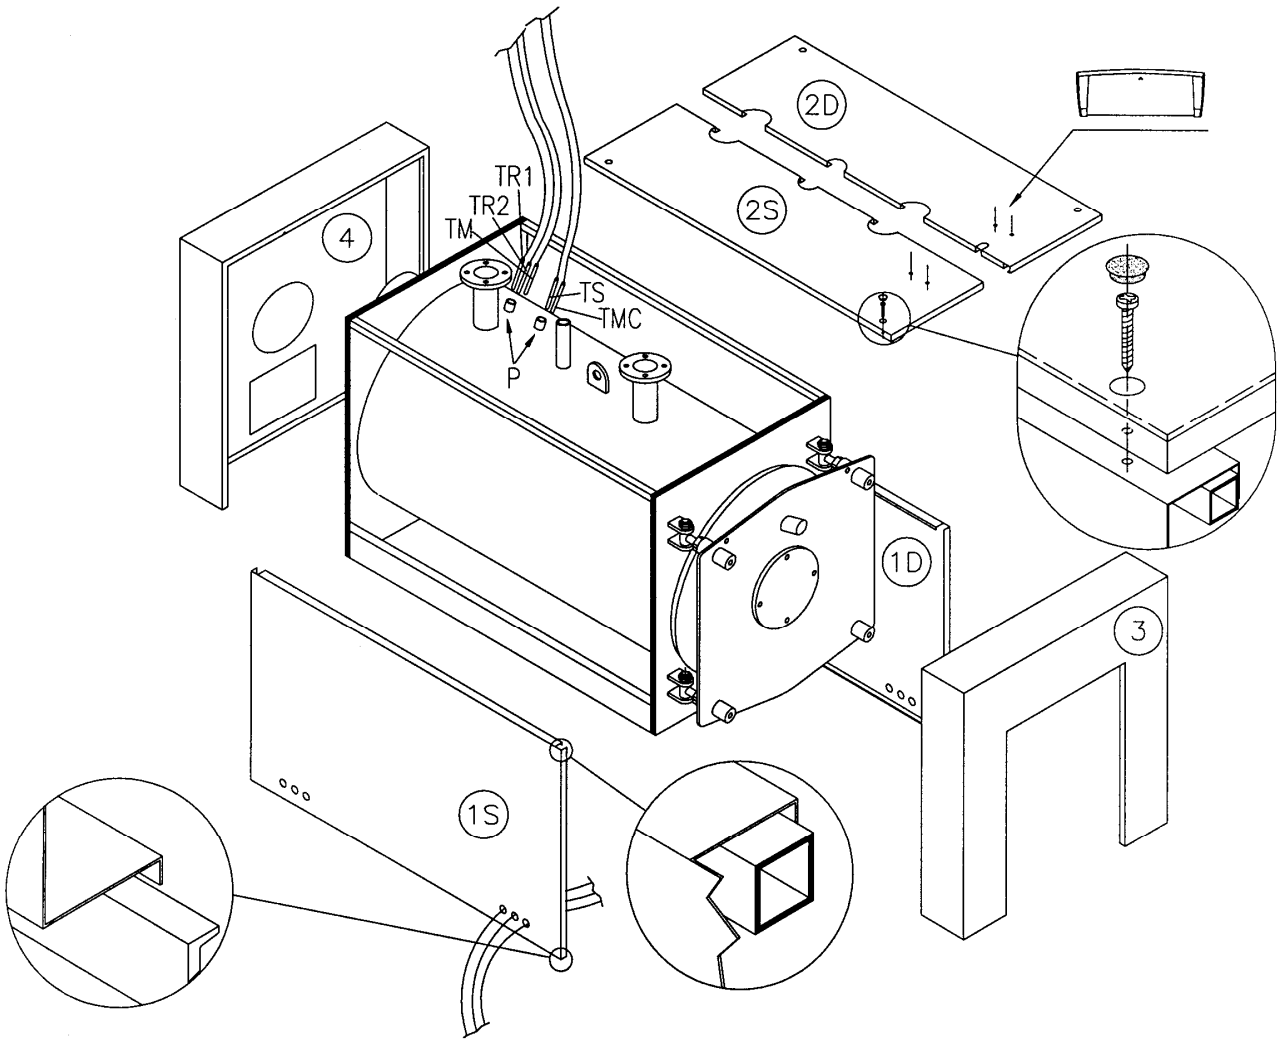

Рис. 9
4.1 ОБШИВКА КОТЛА ALPHA R 7÷40 (Рис. 9)